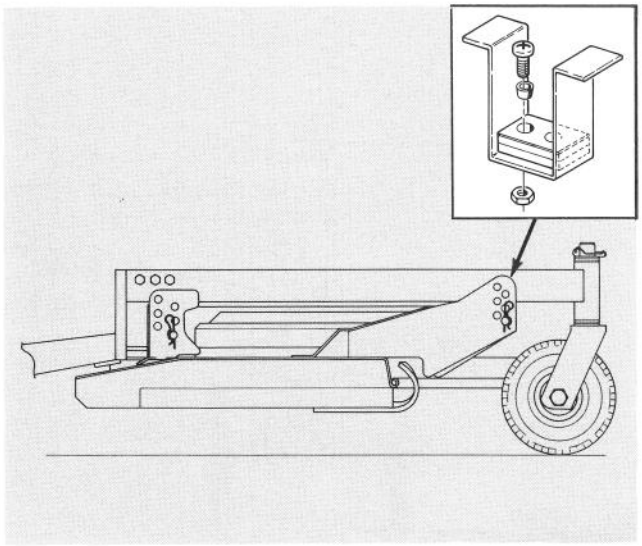

Figure 39
2. Check to make sure front height-of-cut pins are resting properly on frame cushions (Fig. 39). If pins are not resting properly, place a shim or shims under cushion to raise it for proper alignment.
A. Cutting units usually operated at 1 to 2 in. (25 to 51 mm) height-of-cut should have the low side of the cutting unit raised. Remove the lynch pin securing castor wheel on low end (Fig. 39) and remove castor assembly.
C. If cutting unit is operated at 2 to 3-1/2 in. (51 to 89 mm) height-of-cut, lower the high side of cutting unit. Remove lynch pin of castor at high end of unit and remove castor assembly (Fig. 39).